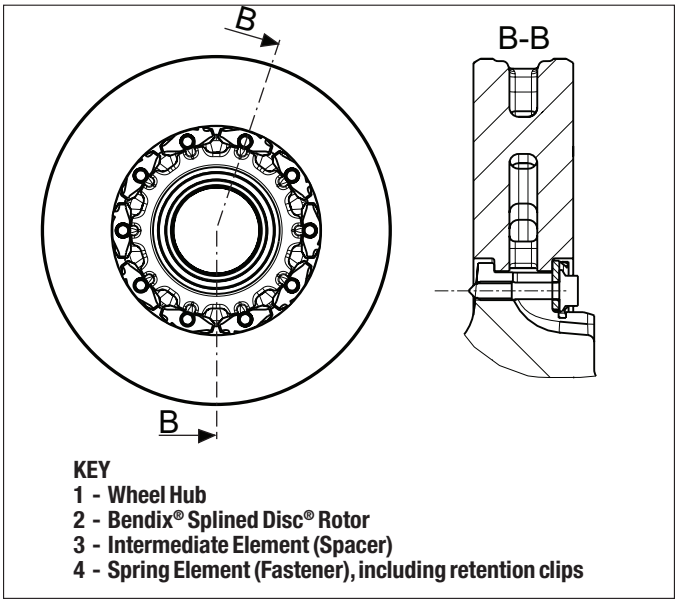

Figure 88 – Rotor with Cross-Section View
5.7.10 *See Figures 88 through 92.* Place the rotor into position on the hub. Install the new intermediate elements (spacers) *as shown in Figure 90.* With all the intermediate elements (spacers) correctly inserted into position, verify that the gap between the intermediate elements (spacers) and the wheel hub does not exceed 0.015 in. (0.4 mm). If a gap is found that exceeds this maximum value, verify the installation of new intermediate elements (spacers). Replace the wheel hub if the excess gap cannot be corrected with proper installation of new rotor retaining hardware.